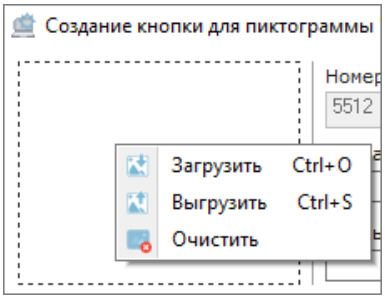

Рисунок 6-503 Контекстное меню области изображения вида пиктограмм
- через контекстное меню области отображения вида пиктограмм (см. Рисунок 6-503). Для вызова контекстного меню кликните по области изображения вида пиктограмм правой клавишей мыши, затем выберите необходимую команду в появившемся контекстном меню;